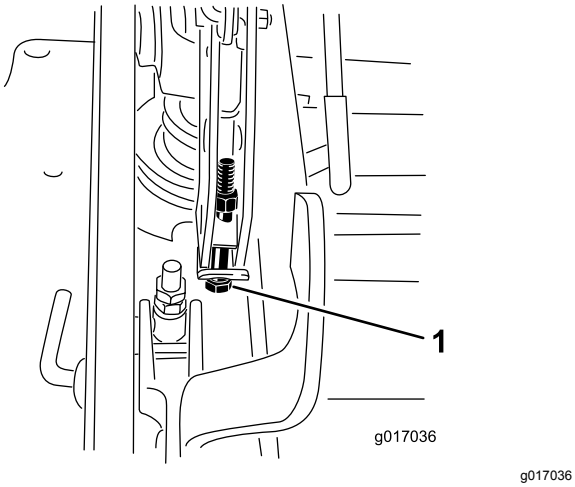

**Figur 99**
12. Om däcket är för lågt drar du åt enkelpunktjusteringsskruven genom att vrida den medurs. Om däcket är för högt lossar du på enkelpunktjusteringsskruven genom att vrida den moturs (Figur 99).